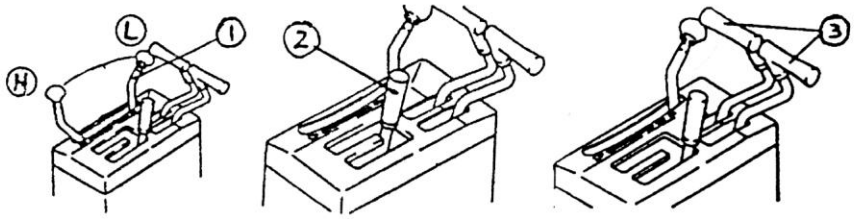

Рис. 1-7. Рис. 1-8. Рис. 1-9.
1) Рычаг управления подачей топлива (1) (Рис. 1-7)